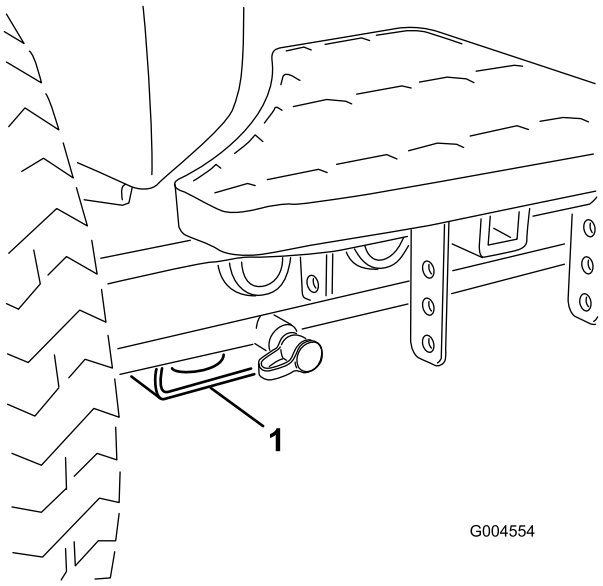

Figuur 40
- Voor – rechthoekig blok, onder de asbuis, aan de binnenzijde van beide voorwielen (Figuur 40).